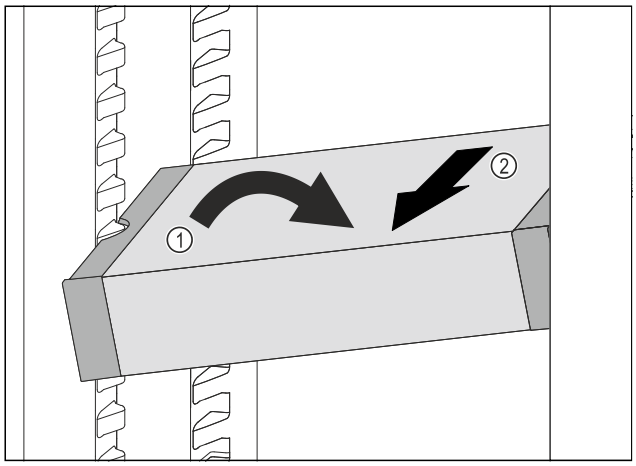

Fig. 104
▶ Poziționați oblic VarioSafe în frigider. *Fig. 104 (1)*
▶ Extrageți VarioSafe spre înainte. *Fig. 104 (2)*